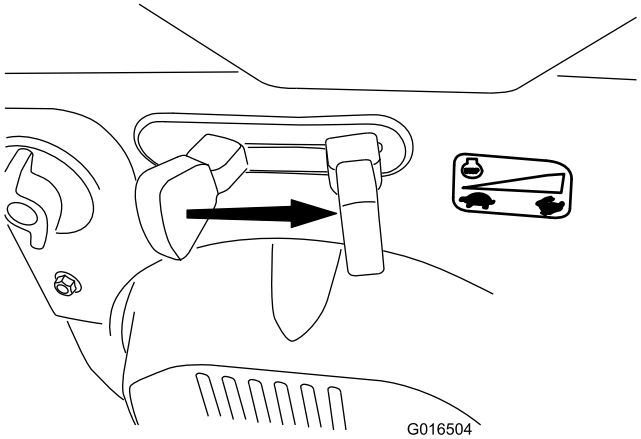

Рисунок 29
6. Переведите дроссельный кран в положение Fast (Быстро) (Рисунок 29).